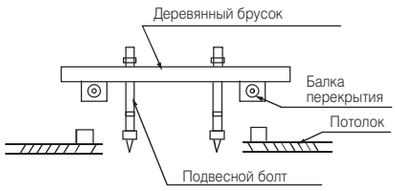

Рис. 4-5
- Смонтируйте подвесные болты в зависимости от типа конструкции (рис. 4-5 – 4.10))
Деревянная конструкция: Расположите деревянный брусок над балками перекрытия, затем закрепите подвесные болты (рис. 4-5).